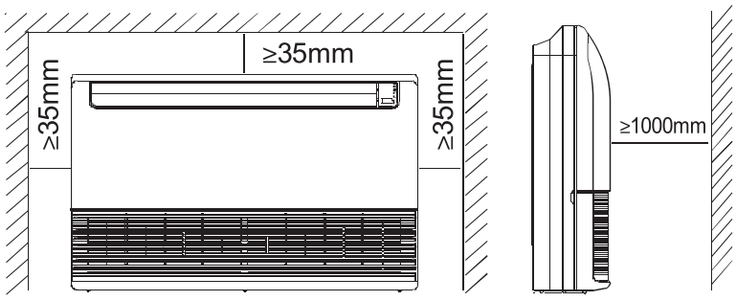

Рис. 4-1
4.1. Выбор места установки (рис. 4-1, 4-2, 4-3)